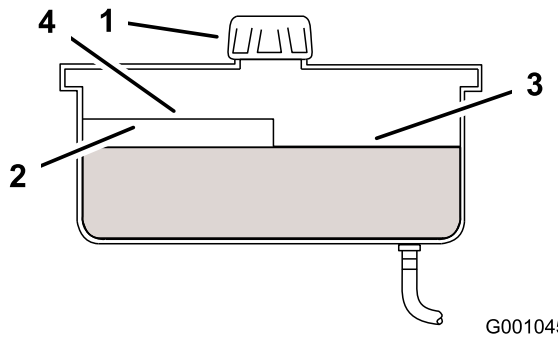

Figuur 68
2. Reinig de omgeving van de vulbuis en de dop van de hydraulische tank (Figuur 68).
3. Verwijder de dop van de vulbuis. Kijk in de vulbuis om te controleren of er nog vloeistof in het reservoir is (Figuur 68).
Opmerking: Het vloeistofpeil moet aan de bovenkant van de Warm-markering op de keerplaat staan als de vloeistof warm is (Figuur 68).